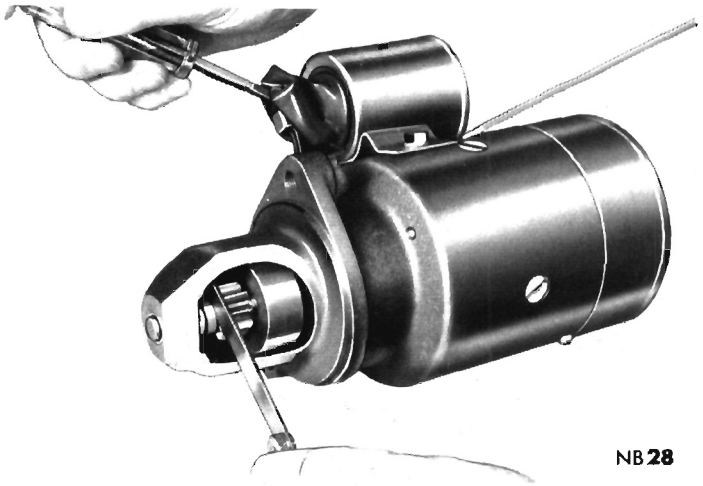

Fig. 14—Checking Starter Drive Pinion Clearance
(2) Push in on solenoid plunger cage (Fig. 14) (NOT THE FORK LEVER) until plunger bottoms.
(3) Measure clearance between end of pinion and pin stop with plunger seated and pinion pushed toward the commutator end. Clearance should be 1/8 inch. Adjust for proper clearance by loosening solenoid attaching screws and move solenoid fore and aft as required.
(4) Test starter operation under a "Free Running Test."